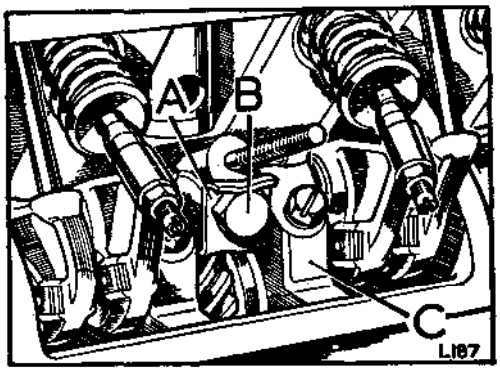

**Fig. A3-109. Distributor housing locating bolt**
6. Fit the distributor housing to the engine and locate and secure with the oil feed bolt and lock washer. Fig. A3-109 refers.